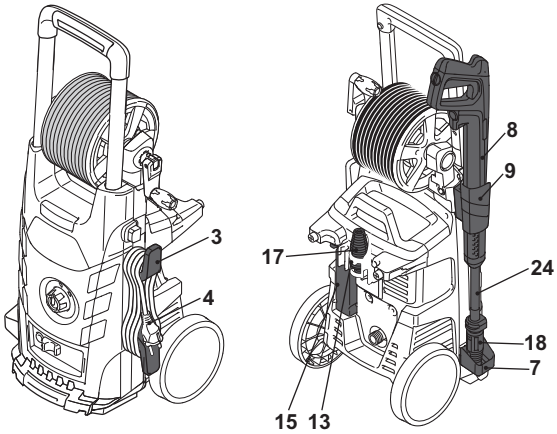

Fig. 18
Use the supply cord holder (3) to store the supply cord (4) (Fig. 18).
Use the upper spray gun holder (9) and lower spray gun holder (7) to store the spray gun (8), extansion lance (24) and vario nozzle (18) (Fig. 18).
Accessories (soap tank (15), rotary nozzle (17)) can be stored at the back of the product. (Fig. 18).